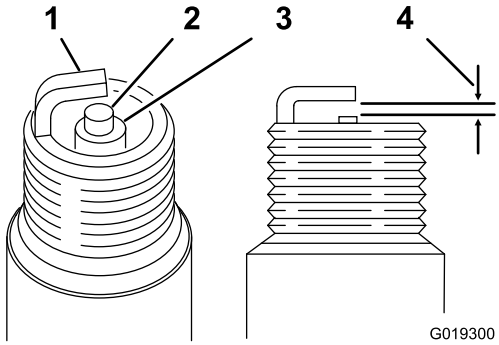

Figur 28
3. Pass på at elektrodeavstanden er korrekt (Figur 28).